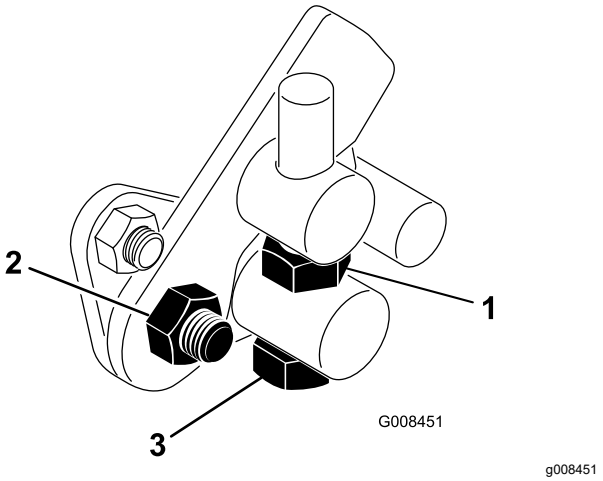

**Figuur 43**
1. Draai de contramoer op de draaitapbout los (Figuur 43).
4. Draai de contramoer op de draaitapbout en de moer op het scharnierpunt van het pedaal vast om de afstelling te vergrendelen (Figuur 43). Controleer de afstelling en stel nogmaals af indien dit nodig is.